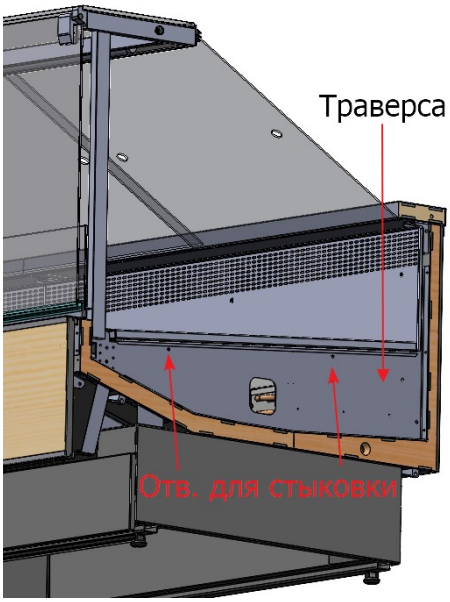

рис. 3
-через отверстия в траверсах с помощью шпилек М6 и гаек с прессшайбой (рис. 3)